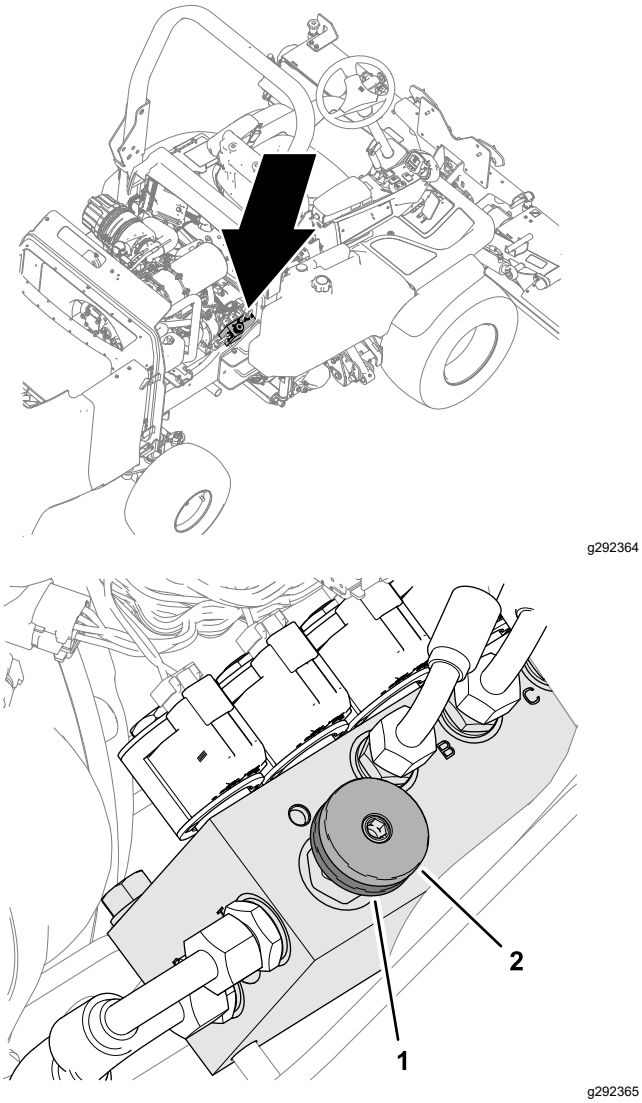

Figur 31
2. I højre side af maskinen skal du løsne vægtoverførselsmanifoldens låsehjul ½ gang mod uret, mens du holder håndhjulet fast (Figur 31).
3. Drej vægtoverførselshåndhjulet (Figur 31) på følgende måde:
4. Stram låsehjulet (Figur 31).